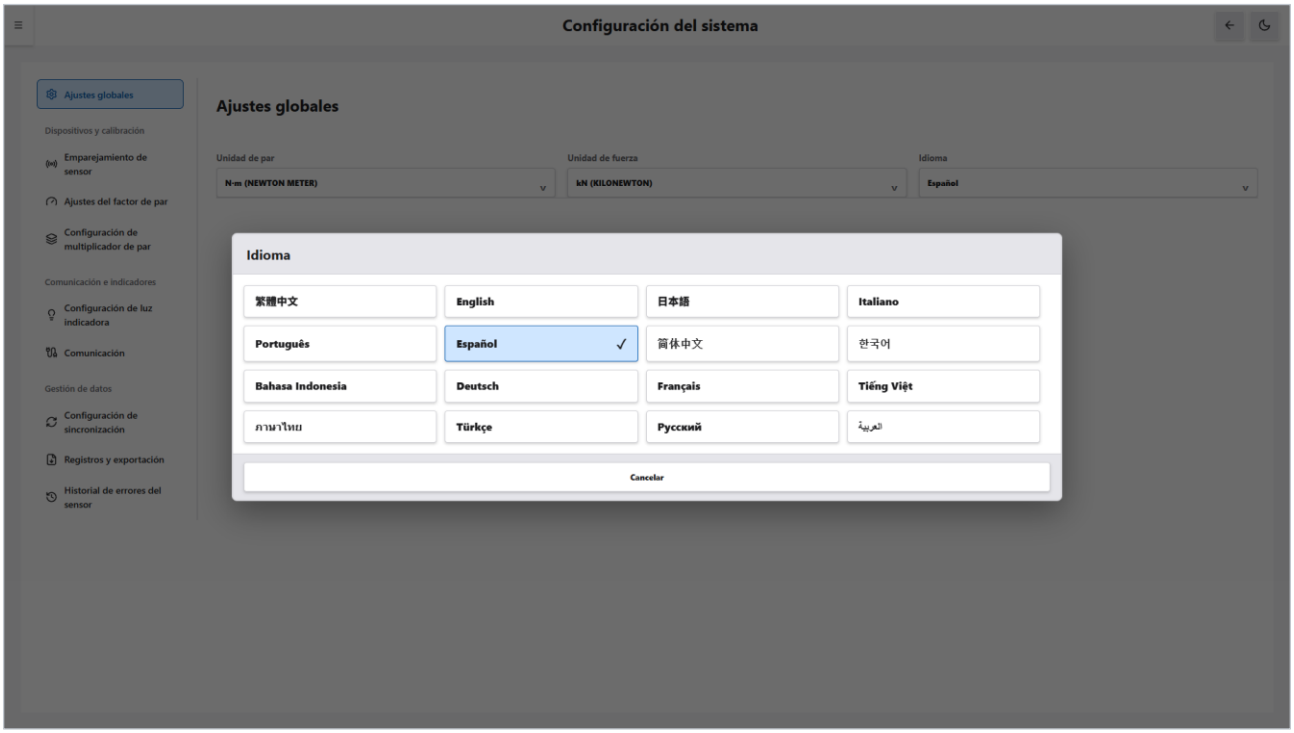

Figura 12-4 Ventana de selección de idioma
1. En «Ajustes globales», haga clic en el campo de selección «Idioma». Aparece la ventana de la Figura 12-4.